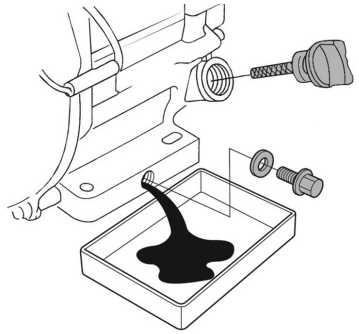

Рис. 25 Замена масла в двигателе
4. Очистите от загрязнений зону вокруг маслозаливной горловины. Извлеките крышку-щуп из маслозаливной горловины (Рис. 25) и протрите щуп чистой ветошью.
5. Открутите пробку для слива масла и слейте отработанное масло в подготовленную для этого емкость (Рис. 25).